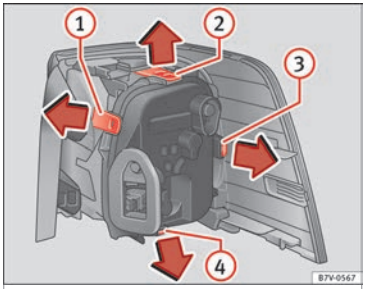

Fig. 113 Rear lights in the body: Remove the bulb holder. (1) to (4): Attachment tab
8.	To release the bulb holder, press on the attachment tabs ››› Fig. 113 ① to ④ in the direction of the arrow.